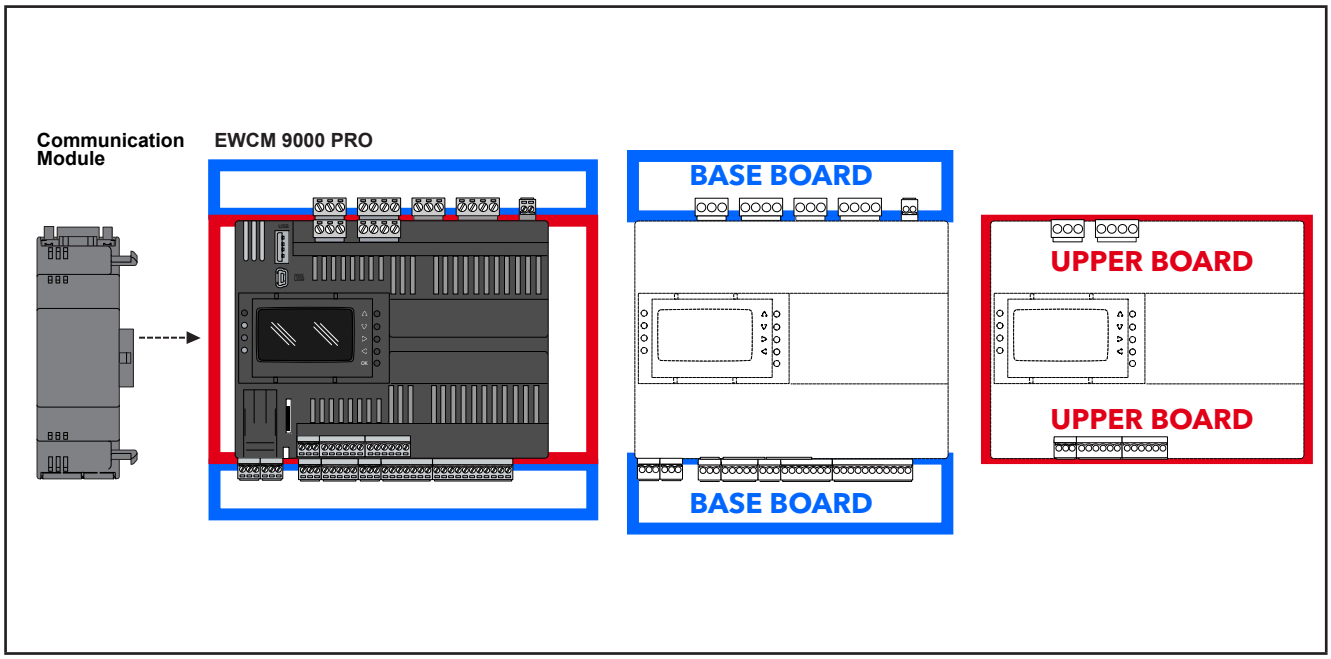

Fig. 2. EWCM 9000 PRO : Carte base et Carte supérieure
La proposition d'offre **EWCM 9000 PRO (HF)** (voir **Fig. 2 page 15**) comprend une « Carte base » (Base Board) et une « Carte supérieure » (Upper Board).